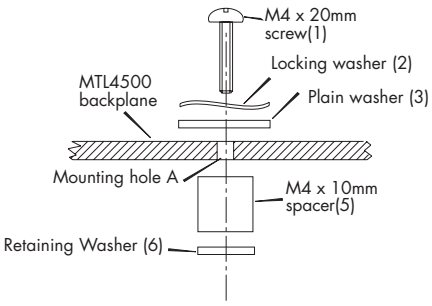

Figure 4.2: Surface mounting
c) Fit each M4 x 20mm screw (1) with a locking washer (2) and a plain washer (3) (Figure 4.2).
e) Fit each with an M4 x 10mm spacer (5) and a retaining washer (6) (Figure 4.2).